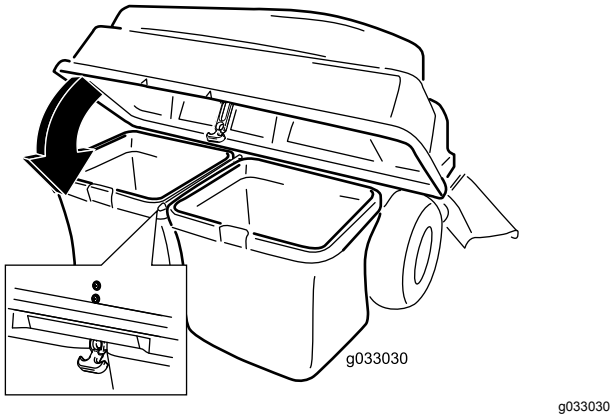

Figur 22
5. Senk oppsamlertoppen ned på posene (Figur 22).
6. Fest panseret med låsen (Figur 22).